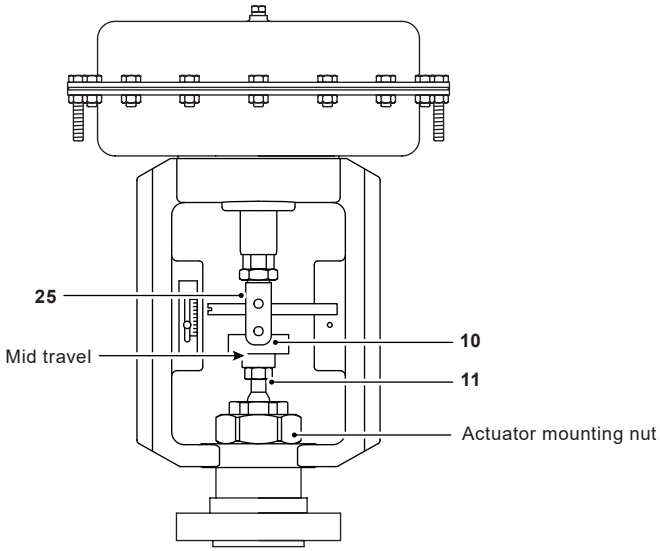

Fig. 4
- Apply the control signal pressure required to bring the spindle to mid-travel position (Figure 4). Place the actuator yoke over the valve spindle and locate it onto the bonnet shoulder. Hand tighten the mounting nut.